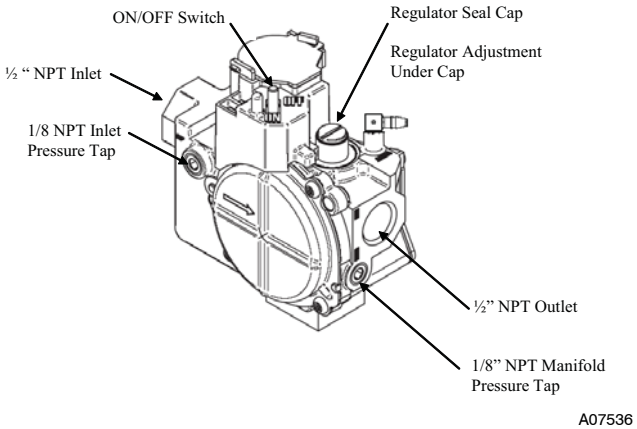

Fig. 56 – Redundant Automatic Gas Control Valve
b. Remove seal cap that conceals adjustment screw for gas valve regulator. (See Fig. 56.)